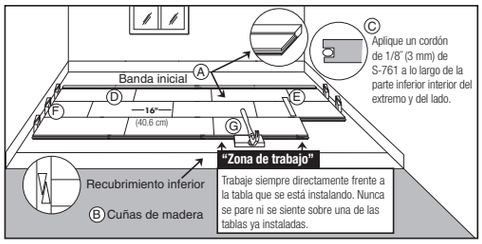

Figura 14
- Elija la primera tabla. Todas las instalaciones se deben iniciar con el lado de la ranura contra la pared utilizando las tablas más largas disponibles. Aplique un cordón continuo de pegamento de 1/8˝ (3 mm) en la parte interior e inferior de la ranura en el extremo de la tabla. No aplique pegamento del lado de la ranura en este momento (Ítem C, Figura 14). Los productos con la lengüeta extrema en la izquierda se deben instalar de derecha a izquierda, las lengüetas opuestas se deben instalar de izquierda a derecha. (Ítem D, Figura 14). Si se utilizó una tabla de sacrificio NO adhiera con pegamento la primera hilera a esta.
- Complete la primera hilera. Corte la última tabla dejando una separación de 1/2˝ (13 mm) entre la pared y el piso. (Utilice el extremo restante de la tabla cortada como una tabla de inicio para cualquier hilera después de la tercera hilera). Instale una cuña en el extremo de la tabla entre el revestimiento para piso de madera dura y la pared, dejando un espacio de expansión de 1/2˝ (13 mm). Evite la instalación en las primeras cuatro hileras de tablas que midan menos de 16˝ (40.6 cm). (Ítem F, Figura 14).
- Utilice una barra de tracción para empujar la última tabla desde el extremo opuesto. Instale cuñas en la separación y apriete (Ítem B, Figura 14).
- Corte o utilice una tabla más corta para la primera tabla de la segunda hilera. Comience la segunda hilera aplicando una gota de pegamento de 1/8˝ (3 mm) a lo largo de la parte interior e inferior de la ranura lateral y extrema de la nueva tabla. Instale la primera tabla de la hilera dos. Aplique una gota de pegamento en la parte interior e inferior de la ranura extrema y lateral de la tabla siguiente e instálela. Cuando esté instalando las tablas, utilice un bloque para golpear contra la lengüeta, no contra la ranura (Ítem G, Figura 14). Golpee las tablas para colocarlas en su lugar con un martillo en el bloque para golpear. NO golpee el borde directamente con el martillo. Complete la segunda hilera hasta la cuarta usando esta misma técnica. Inserte cuñas en los extremos según sea necesario para restringir el movimiento del piso.